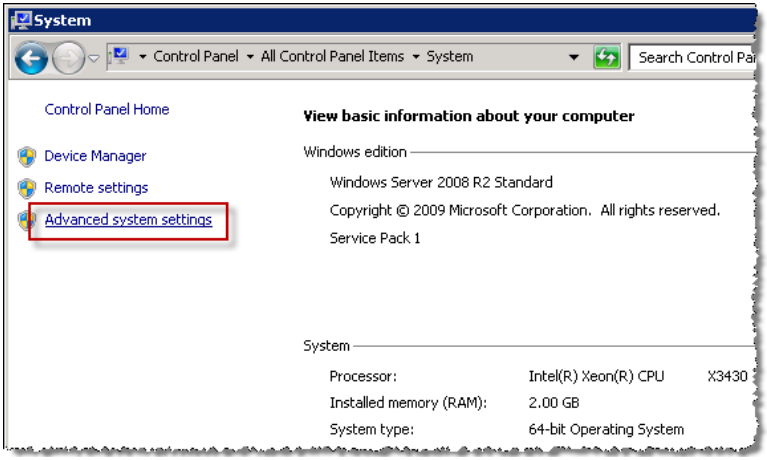

Figure 2-3 System Control Panel
1. From the server's **Start** menu, open the **System** control panel located at Start > Control Panel > System, as shown in figure 2-3.